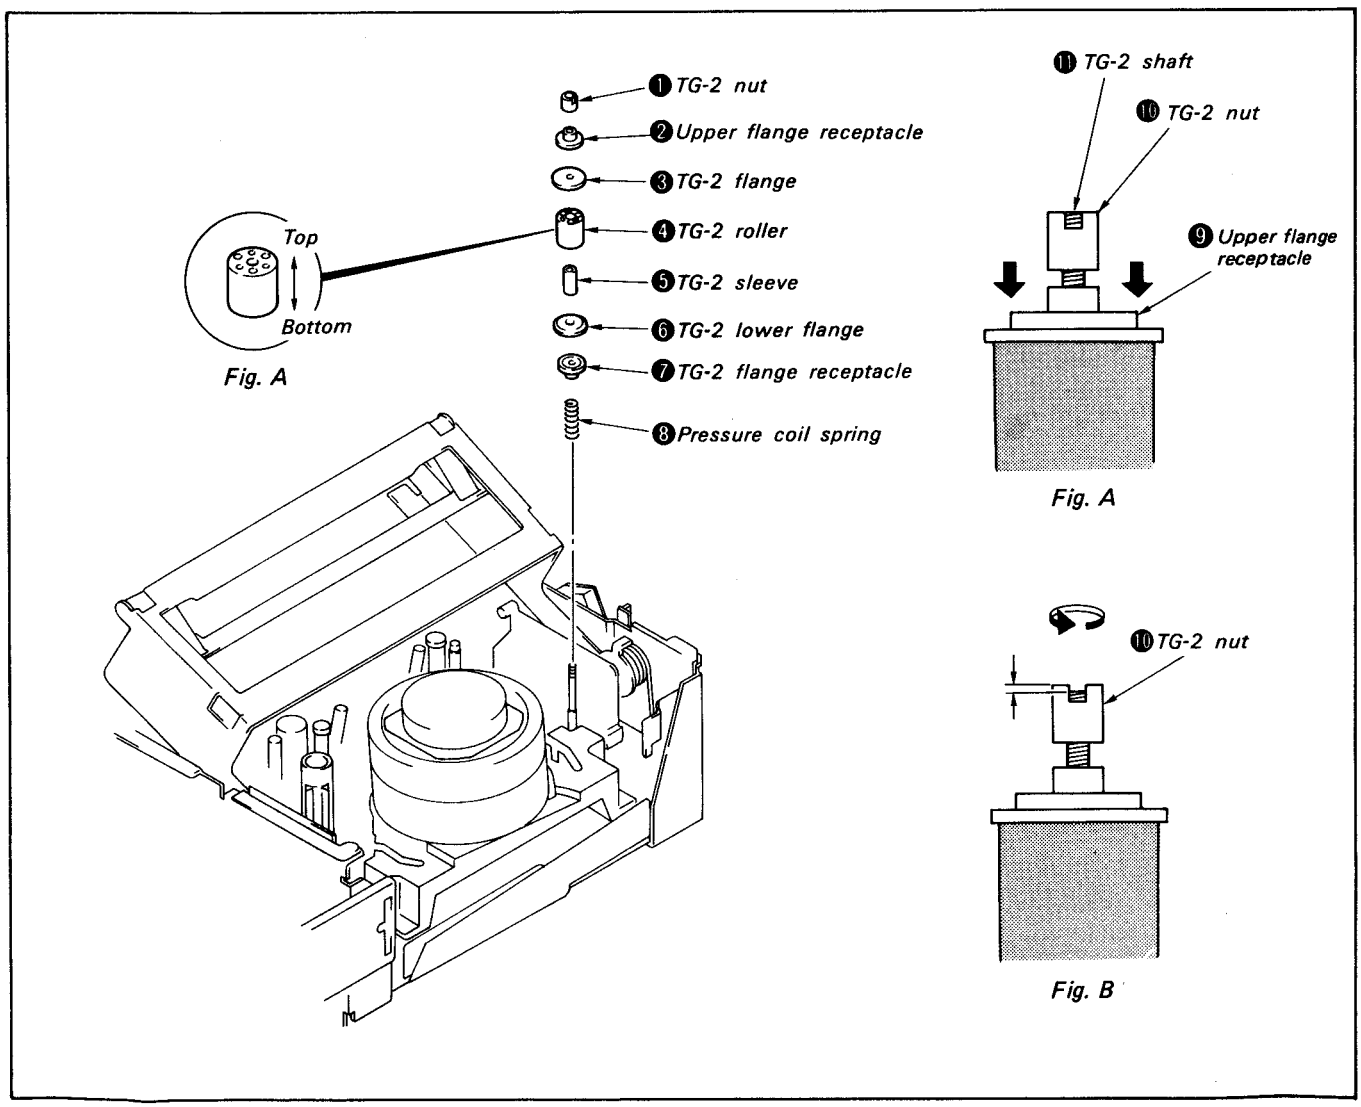

Fig. 2-37
1) Remove TG-2 nut ❶.
2) Remove upper flange receptacle ❷, TG-2 flange ❸, TG-2 roller ❹, TG-2 sleeve ❺, TG-2 flange ❻, TG-2 lower flange receptacle ❼ and pressure coil spring ❽. (See Fig. 2-37)